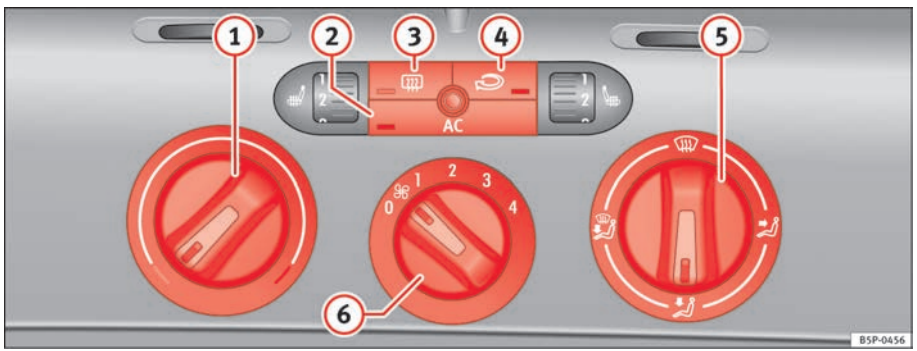

Fig. 127 On the dash panel: Climatic controls
– Turn the temperature selector ⇒ fig. 127 (1) clockwise to select the required temperature.